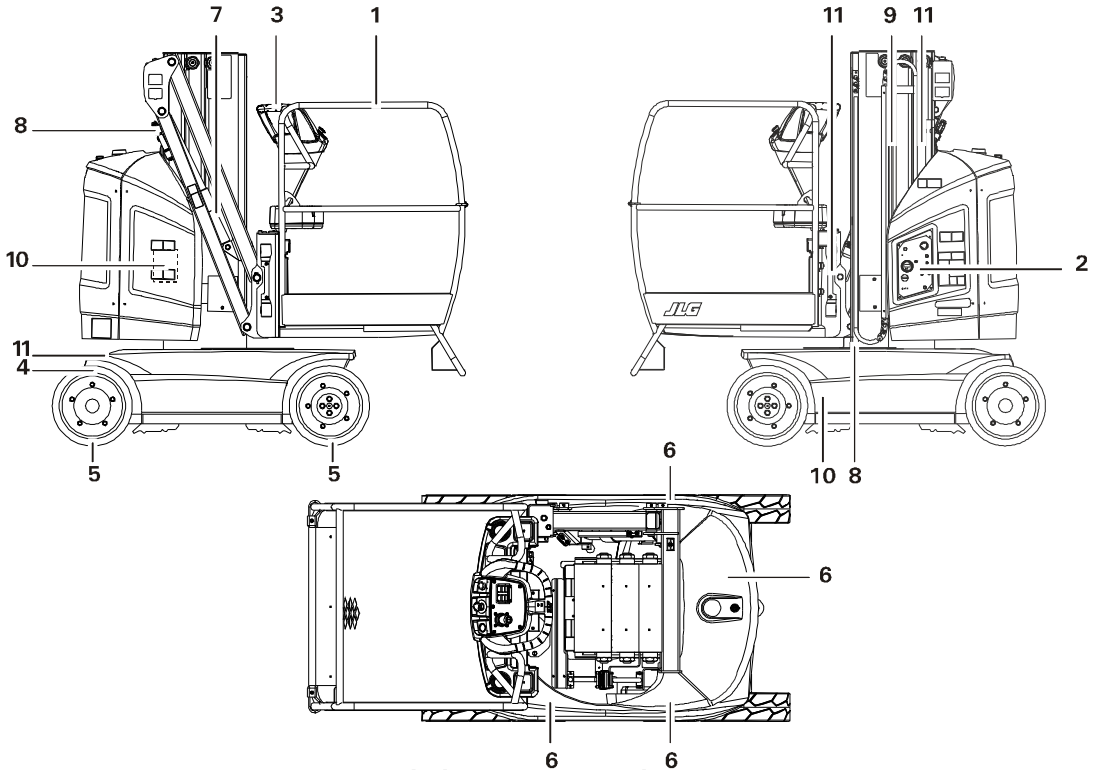
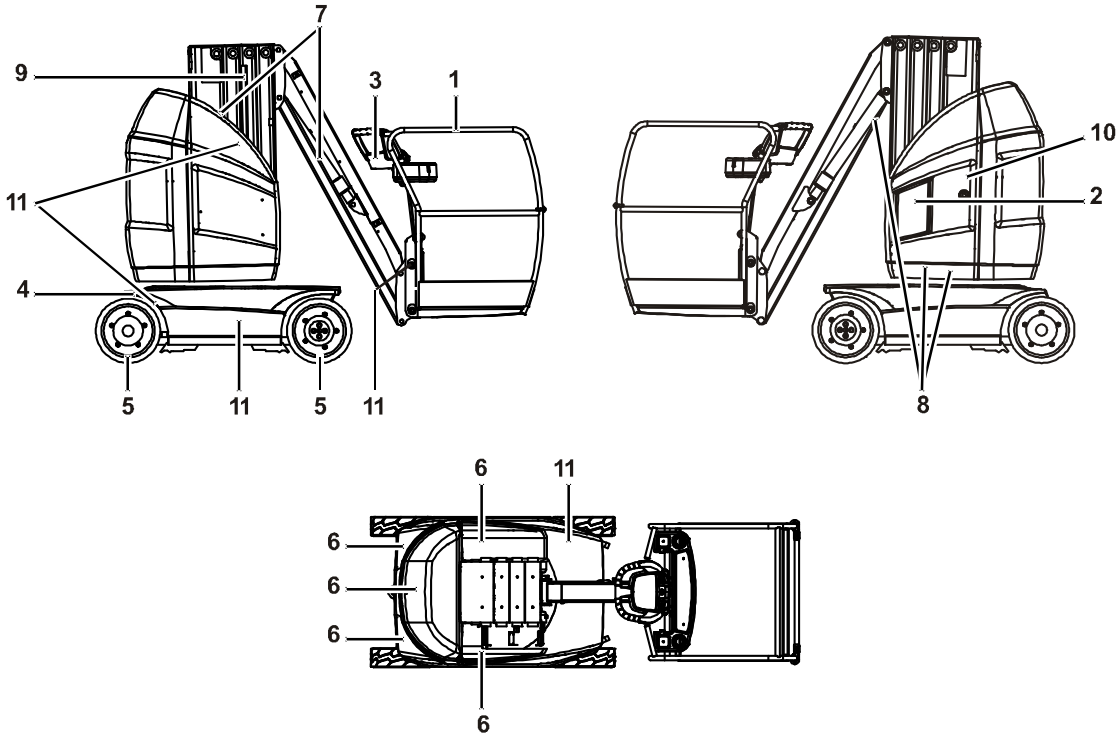

Figure 2-1. Ronde d'Inspection Quotidienne - 8E / 20E
Figure 2-2. Ronde d'Inspection Quotidienne - 10E / 26E
5. **Ronde d'Inspection** - Voir Figure 2-1. ou Figure 2-2. selon le modèle.
Commencer la ronde d'inspection par le point 1, voir la Figure 2-1. ou la Figure 2-2. selon le modèle. Poursuivre en contrôlant, dans l'ordre, chaque élément de la liste de vérifications suivante.